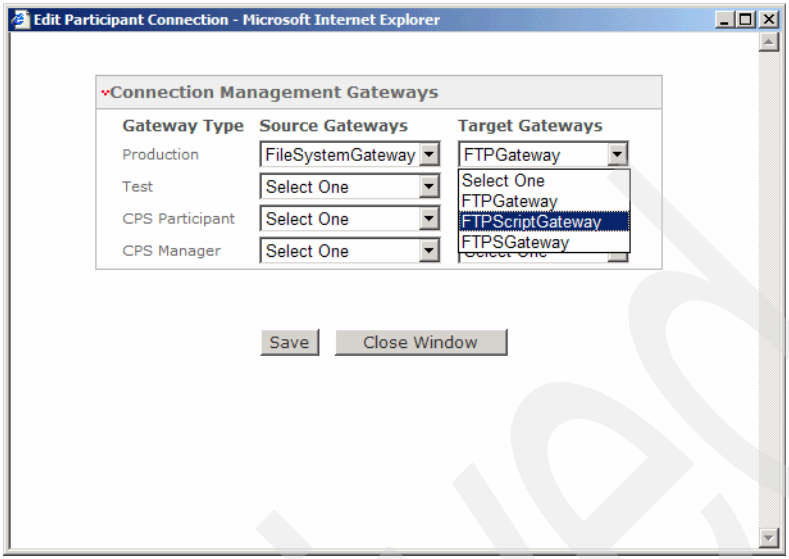

Figure 12-46 Configuring the connection with the new gateway
5. In the Edit participant connection pop-up window, under Target Gateways, select the **FTPScriptGateway** (Figure 12-46 on page 399). Then click **Save**.